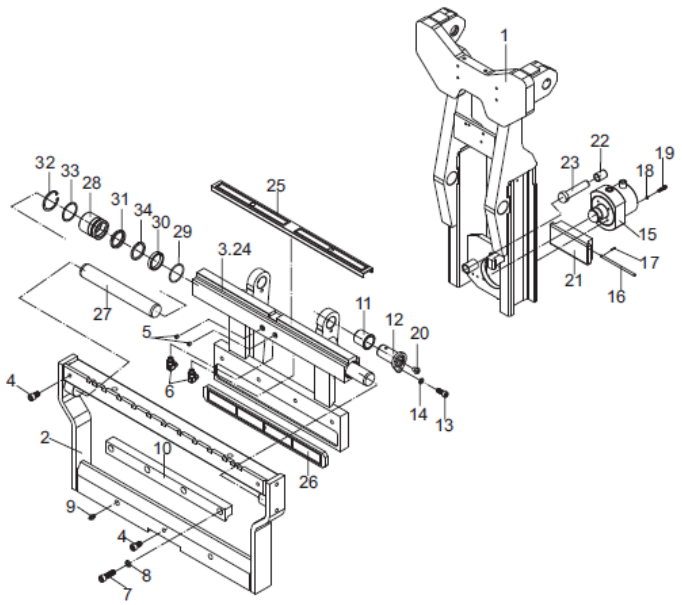

Figure 4-8-11 Structure of side shifter assembly
12) Remove the pin axle 12 as shown in figure 4-8-11. Divide the side shifter assembly into two parts. The rear parts of fork carrier 1,tilting cylinder 15, top block of tilting cylinder 21, pin axle of top block 16 and auxiliary top rod 23 belong to the rear part and others are front part.
13) Remove the pin axle of top block 16 as shown in figure 4-8-11. Remove the top block of tilting cylinder 21 and auxiliary top rod 23.
14) Remove the screw 19 as shown in figure 4-8-11. Remove the tilting cylinder 15.
15) Remove the screw 7 as shown in figure 4-8-11. Remove the limit plate 10 and side shifter front carrier 2.